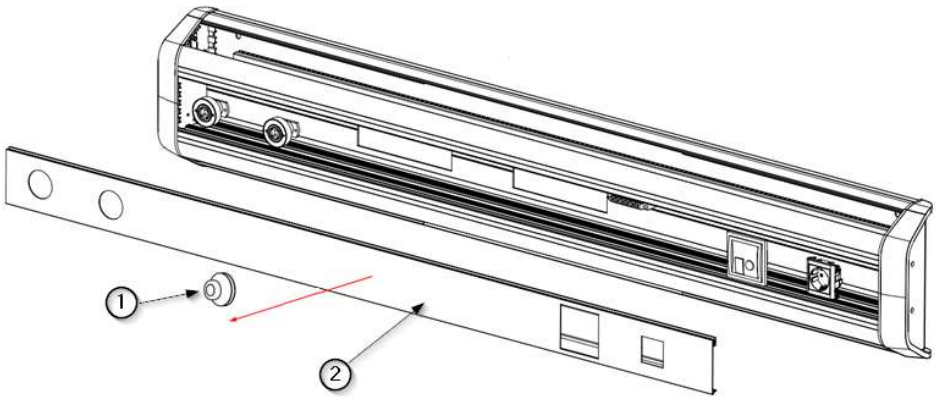

Abb. 3 Entfernen der mittleren Abdeckung der Gasleitung
- Entfernen Sie die vordere Abdeckung ② mit Hilfe des Saugnapfes ① wie in Abbildung 3 gezeigt, um die vorinstallierten Gaseinlässe am Gerät freizulegen.